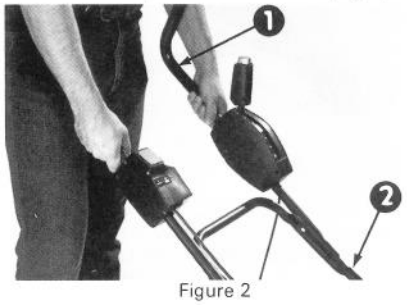

Figure 2
4. Soulevez le mancheron supérieur et faites-le pivoter en bonne position en faisant attention de ne pas tordre les câbles (Fig. 2).